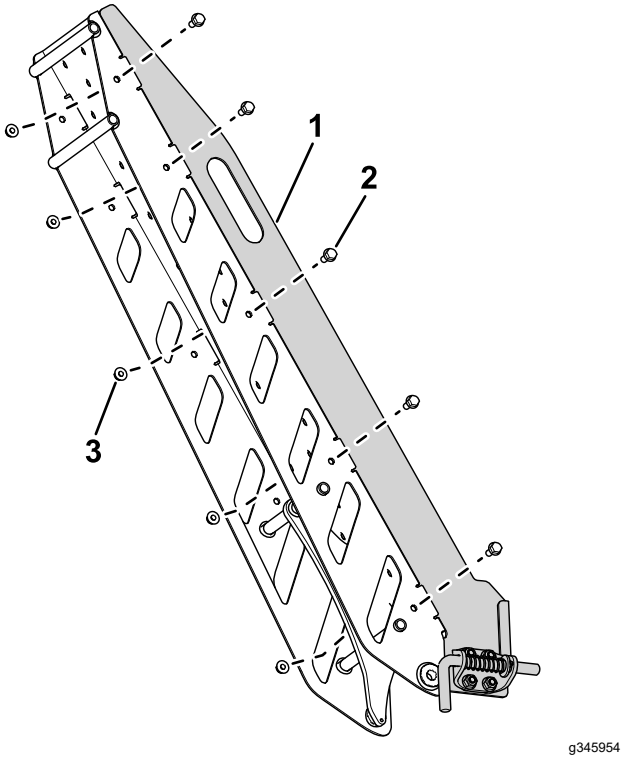

Figur 10
2. Använd tio skruvar (5/16 x ¾ tum) och tio nylock-muttrar (5/16 tum) för att fästa styrplattan på rampenheten (Figur 10).